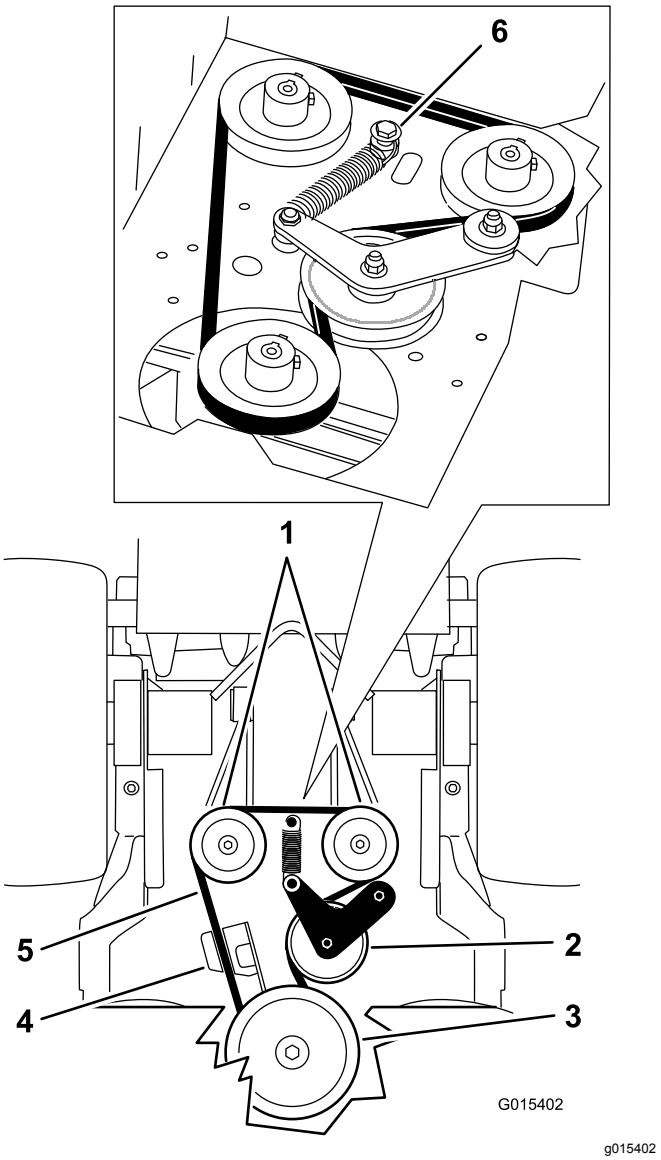

Rysunek 67
5. Wykręć śrubę stopniowaną, nakrętkę i podkładkę z płyty podstawy silnika i zdejmij ją wraz ze sprężyną (Rysunek 67).
6. Zdejmij pasek napędowy pompy (Rysunek 67).
8. Załóż sprężynę na śrubę stopniowaną z podkładką, a następnie przykręć ją do płyty podstawy silnika, używając do tego nakrętki (Rysunek 67).